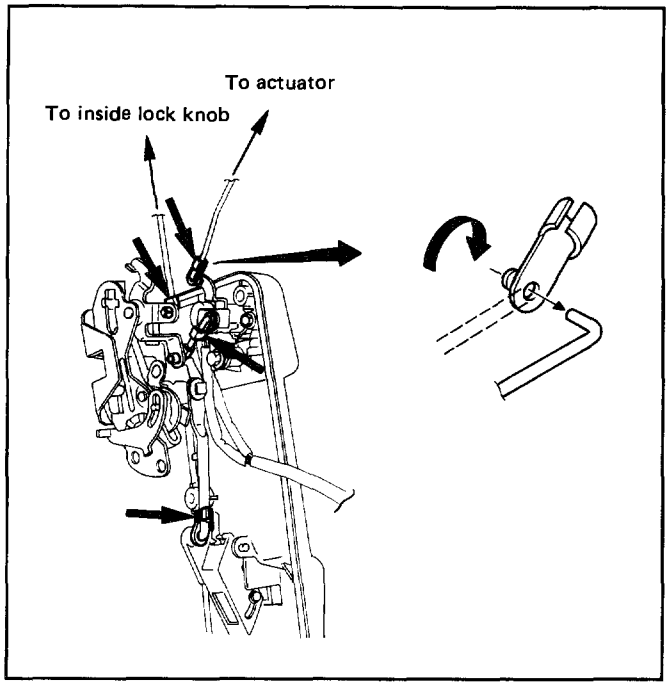

Fig. 10-155
3. **Tailgate lock assembly (LH) (Fig. 10-155)**